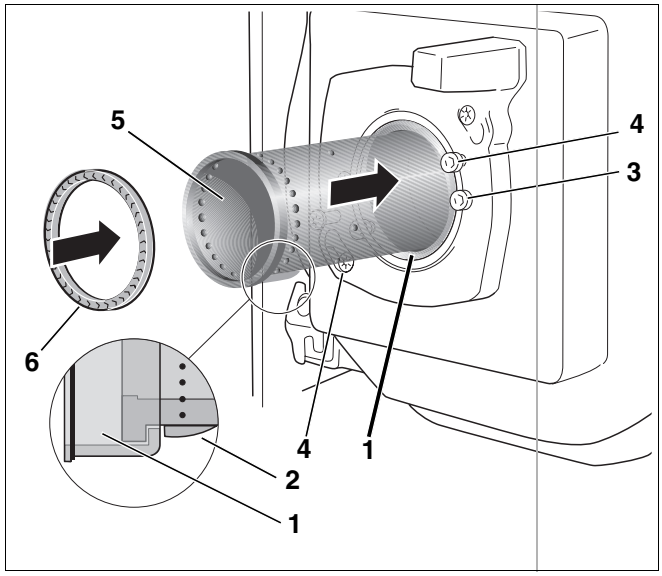

Afb. 37 Ceramische branderbuis vervangen
- Plaats de ceramische branderbuis (afb. 37, **pos. 5**) in de steunbuis. Voer de ceramische branderbuis daarvoor langs de neus (afb. 37, **pos. 2**) tot tegen de aanslag van de steunbuis. De neus van de ceramische branderbuis moet daarbij naar onder wijzen en vastklikken (afb. 37, loep).
- Plaats een nieuwe dichting (afb. 37, **pos. 6**).
- Controleer voor de inbouw van de brander de dichting (afb. 37, **pos. 5**, pagina 35) tussen het mengsysteem en de branderbuis.
- Plaats de dichting (afb. 37, **pos. 5**, pagina 35) in de branderbuis.
- Plaats de brander op de beide schroeven in de branderflens (afb. 37, **pos. 3**, pagina 35).
- Draai naar links tot aan de aanslag en draai de bevestigingsschroeven (afb. 37, **pos. 2**, pagina 35) weer vast.